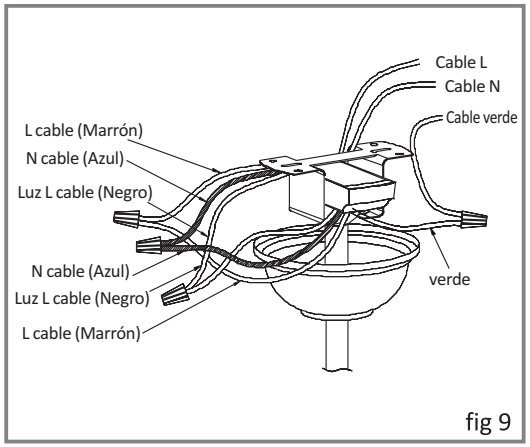

fig 9
3) Después de conectar los cables, les separen de forma que el verde y Azul están en un lado y el cable Marrón es en el otro lado (fig.9)